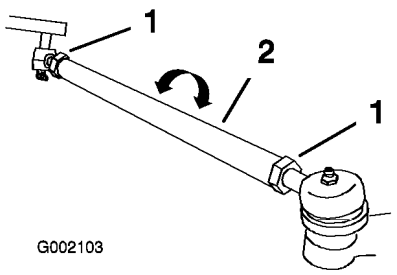

Figur 45
3. Om måttet inte ligger inom det angivna intervallet (se dimensionerna och parametrarna i början av förfarandet), lossar du kontramuttrarna i båda ändarna av dragstängerna (Figur 45).